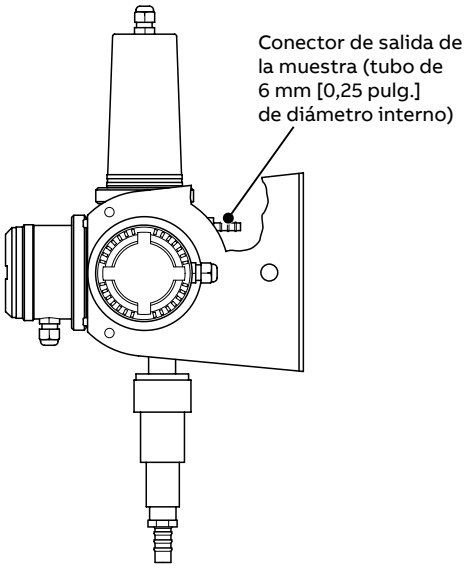

Figura 4 Serie 4690 – Ubicación del conector de salida de la muestra
3. Conecte el tubo de salida de la muestra. Consulte la Figura 4.